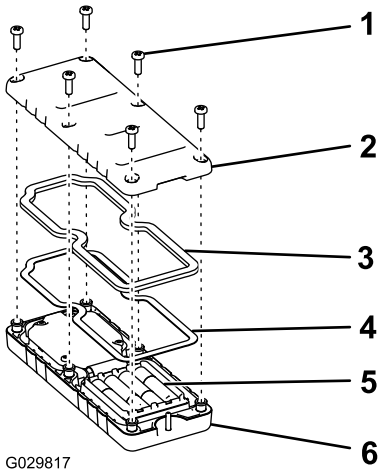

Figur 39
1. Fjern de seks skruene på baksiden av fjernkontrollen, og ta av dekslet (Figur 39).
5. Sett dekslet på plass og fest det med de seks skruene du fjernet tidligere (Figur 39) og stram til med et moment på 1,5 til 1,7 Nm.